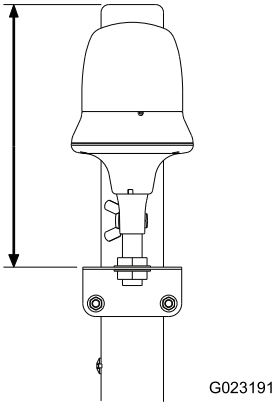

Figur 23
2. Placer beslaget til det roterende blinklys 32 cm fra toppen af styrtbøjlen, og tilspænd bøjleskruemøtrikkerne som vist i Figur 23.